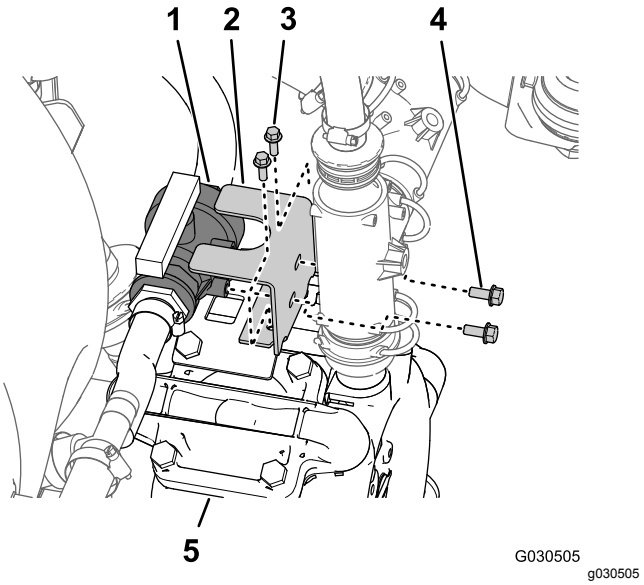

Figur 67
5. På toppen av sprederpumpen fjerner du de to flenshodeboltene (5/16 x 3/4 tomme) som fester kuleventilen til vinkelbraketten (Figur 67).
6. Fjern de to flenshodeboltene (1/4 x 3/4 tomme) som fester ventilbraketten til monteringsbraketten på toppen av pumpen (Figur 67).